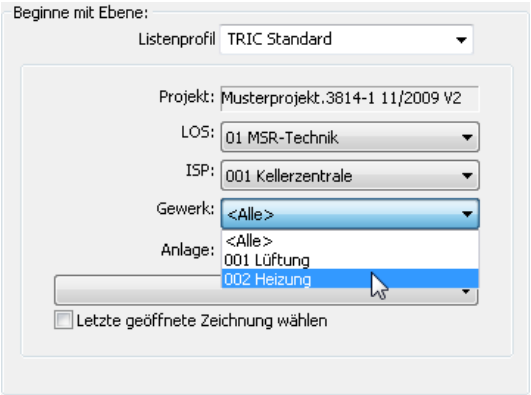

Bild 22.3 – Auswahl der Ebene für Listenausdruck
- Wählen Sie, vom *Titel* an abwärts, die Ebene, die Sie komplett bearbeiten möchten, also z. B. für das Gewerk *Heizung:* Titel *MSR-Technik,* ISP *Kellerzentrale,* Gewerk *Heizung*. Default für die jeweils untergeordneten Ebenen ist *<Alle>*, es sind also alle Objekte des Gewerks *Heizung* gewählt (Abb. 22.3).